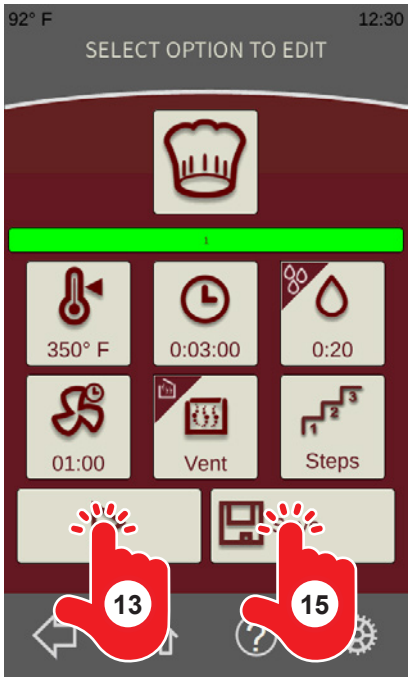

Fig. 24
12. Review the oven settings for the recipe step (Fig. 24).
13. To run the recipe without saving, touch the Play button (Fig. 24).
15. To save the recipe, touch the Save button (Fig. 24). See Saving a Recipe.